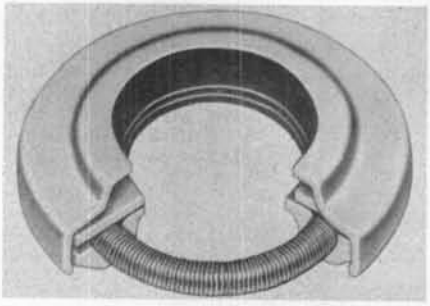

Fig. 60—Cut-away view showing construction of a "Rotocoil" valve rotator.
94. Positive type valve rotators are installed on both the inlet and exhaust valves. Two types of rotators are used. The D239 and D310 engines are equipped with "Rotocaps" (Fig. 59) and all other engines are equipped with "Rotocoils" (Fig. 60).